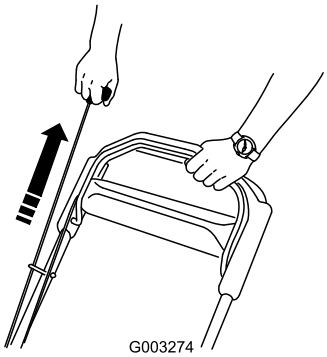

Bild 14
2. Ziehen Sie am Rücklaufstartergriff (Bild 14).